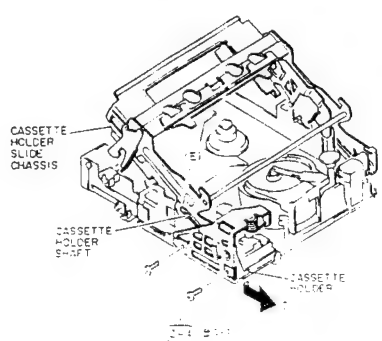

Fig. 2-43
4) Remove two (2) screws holding the cassette holder. (See Fig. 2-43)
6) Move the cassette holder in the direction of arrow (D). (See Fig. 2-43) The cassette holder shaft comes to section (E) of the cassette holder slide groove. Push the cassette holder slide chassis in to release the cassette holder shaft from the cassette holder and sub chassis.